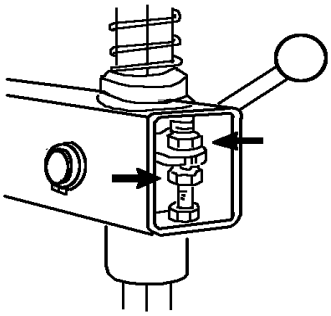

Fig 10.
e. If it is necessary to adjust the vertical arm locking plat because the tool doesn't lock or it doesn't rise from the rim of 2mm necessary for working, adjust nuts as shown in figure 10.